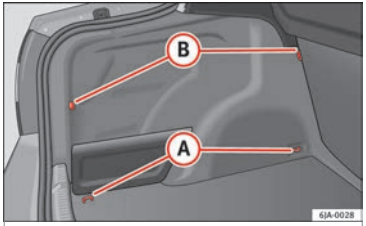

Fig. 161 Luggage compartment: retaining elements.
The following retaining elements are fitted in the boot ››› **Fig. 161**:
The front ring (B) is below the folding backrest of the rear seats ››› Fig. 161.